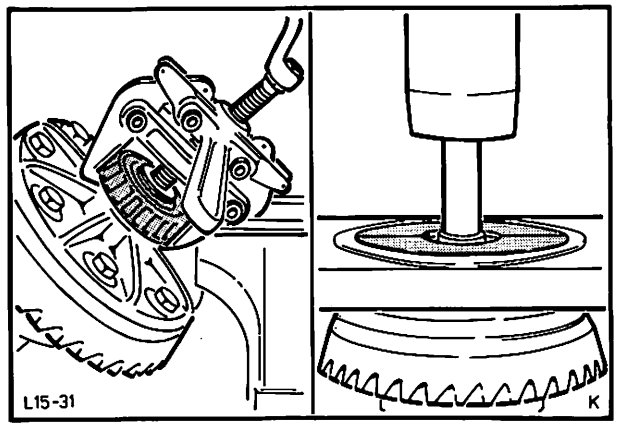

Abb. 53 Kegelrollenlager vom Ausgleichgetriebegehäuse abziehen
12. Spezialwerkzeug 15-026 A am Kegelrollenlager des Ausgleichgetriebe-Gehäuses ansetzen und mit einem Schenkel in den Schraubstock spannen und beide Lager abziehen, Abb. 53.
Bei Anwendung der Grundplatte 15-059 (370) kann dieser Vorgang mit Hilfe des Zusatzstückes 15-059-01 (P-4090-12-A) ausgeführt werden, Abb. 53.